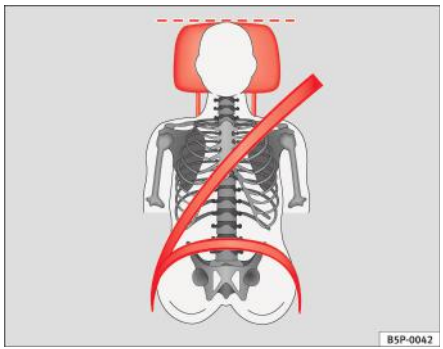

Fig. 12 Pozițiile corecte ale centurii și ale tetierei, văzute din față
- **Porțiunea pentru umăr a centurii de siguranță trebuie să treacă peste centrul umărului, niciodată peste gât. Centura de siguranță trebuie să stea întinsă și lipită de tors ⇒ fig. 12.**